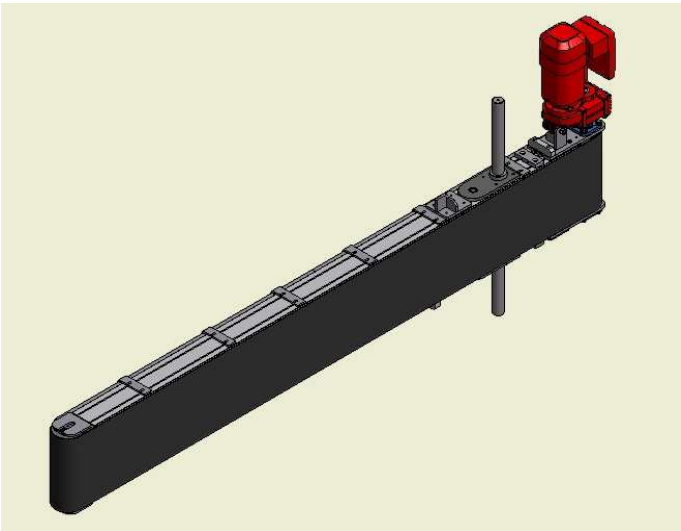

Figura 64: Unità nastro a tappeto motorizzato.
- Unità nastro a tappeto motorizzato (v. Figura 64),